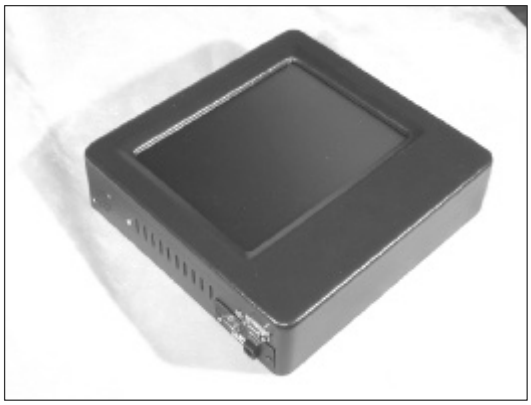

Fig. B.2.1a. KDS Touchscreen
B.2.1 KDS, Model PB12MAPB (Fig. B.2.1a)